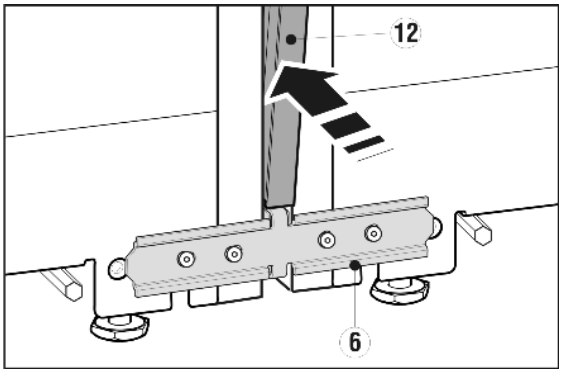

Fig. 15
Prior to insertion, squeeze the two fillets of the trim together *Fig. 15 (12)* along the entire length. The trim can now be inserted more easily into the gap. When pressing in the trim, use a soft cloth to prevent dents on the surface of the trim. Press the trim carefully and evenly into the gap to achieve the best possible fit.
- On the front, press the long trim *Fig. 15 (12)* into the vertical gap. Make sure that the trim rests on the mounting bracket *Fig. 15 (6)*.